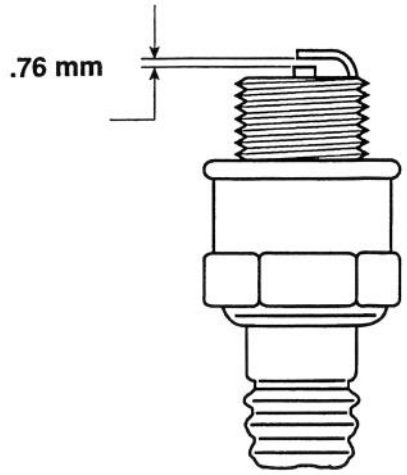

Abbildung 15
3. Den Elektrodenabstand auf 0,76 mm einstellen (Abb. 15). Zündkerze mit korrektem Elektrodenabstand und Dichtung anbringen. Die Zündkerze fest auf 20 N·m anziehen.